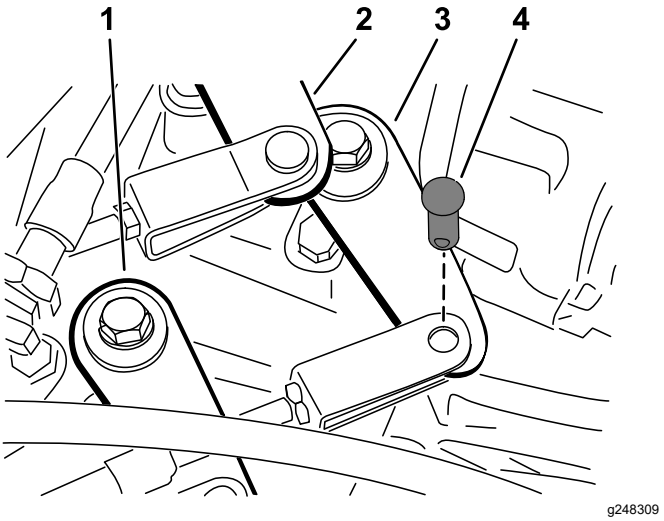

Figuur 44
2. Verwijder de gaffelpennen waarmee de kabels van het schakelmechanisme zijn bevestigd aan de schakelarmen van de transaxle (Figuur 44).
1. Verwijder de gaffelpen waarmee de kabel voor Hoog-Laag is bevestigd aan de transaxle (Figuur 44).